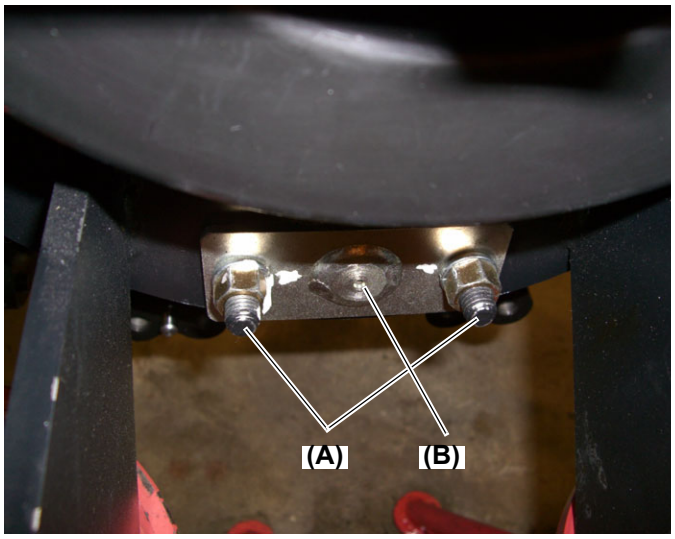

Fig.12
14.Remove the two (2) nuts (Fig. 12, (A)) and two washers. Pull out the center pin (Fig. 12, (B)).
- When pulling out the center pin (Fig. 12, (B)), support the front axle with the jack or by lifting with a crane.